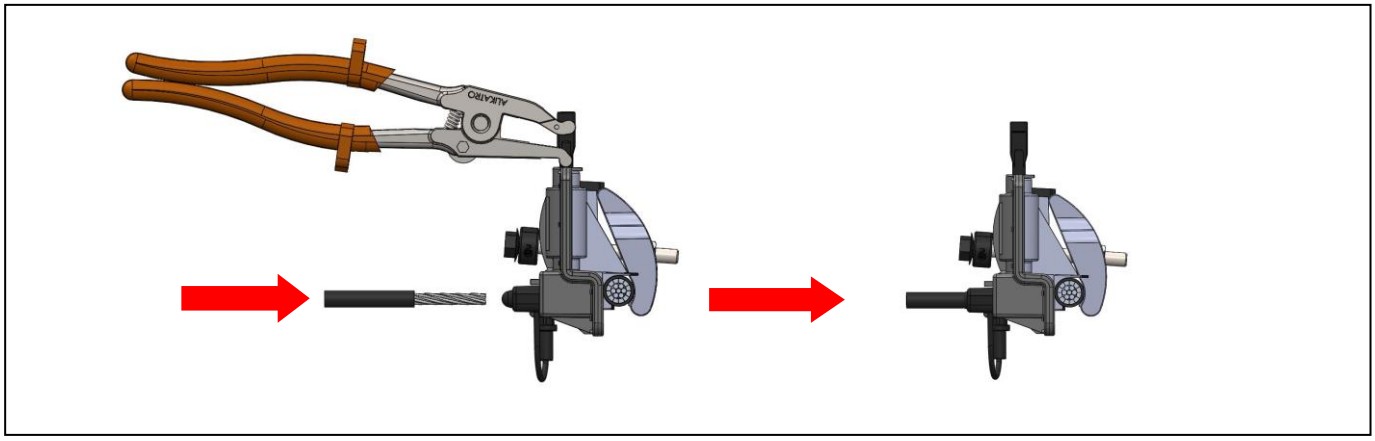

Figura 8
Passo 3: Utilizando o condutor com a ponta já preparada, rompa a membrana de borracha vedação da janela de entrada e introduza o condutor até sentir um obstáculo à introdução conforme figura 8.